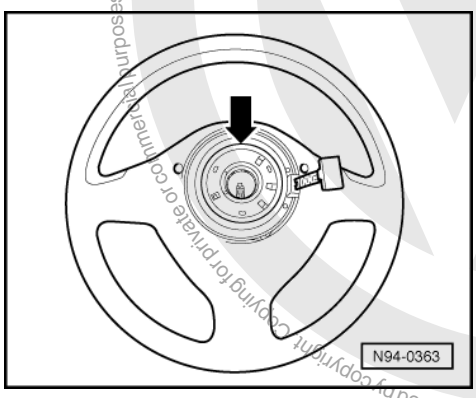

Fig.3 Slip ring for horn operation
- Grease contact ring for horn operation => Fig. 3